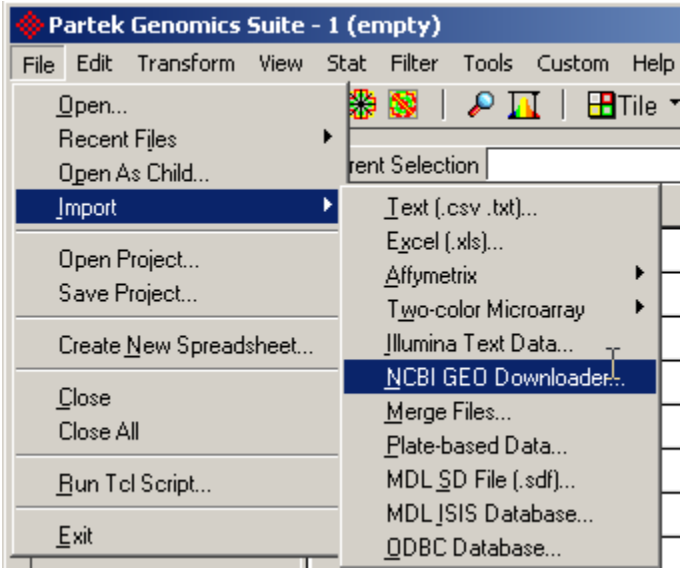

Figure 4. 56: Invoking the NCBI GEO Downloader
- Select **File > Import > NCBI GEO Downloader…** from the main menu (Figure 4. 56)